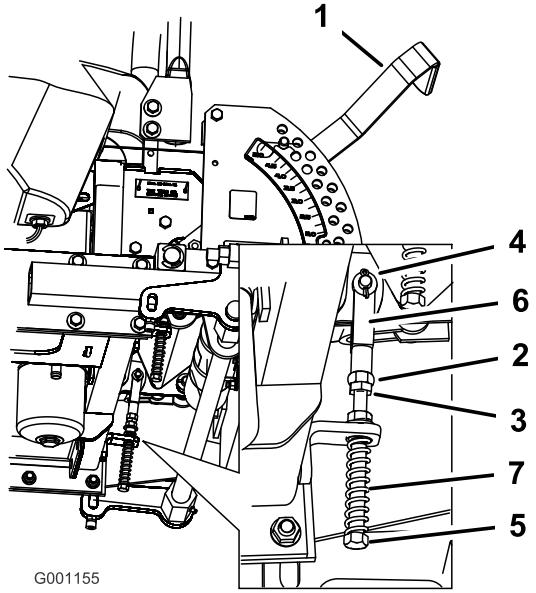

Figur 68
8. Hvis justering er nødvendig, skal møtrikken og kontramøtrikken løsnes mod gaflen (Figur 68).
9. Foretag et let, bagudgående tryk mod bevægelseshåndtaget, og drej hovedet på justeringsbolten i den rigtige retning, indtil håndtaget sidder i midten i neutral låseposition (Figur 68).
10. Spænd møtrikken og kontramøtrikken (Figur 68).